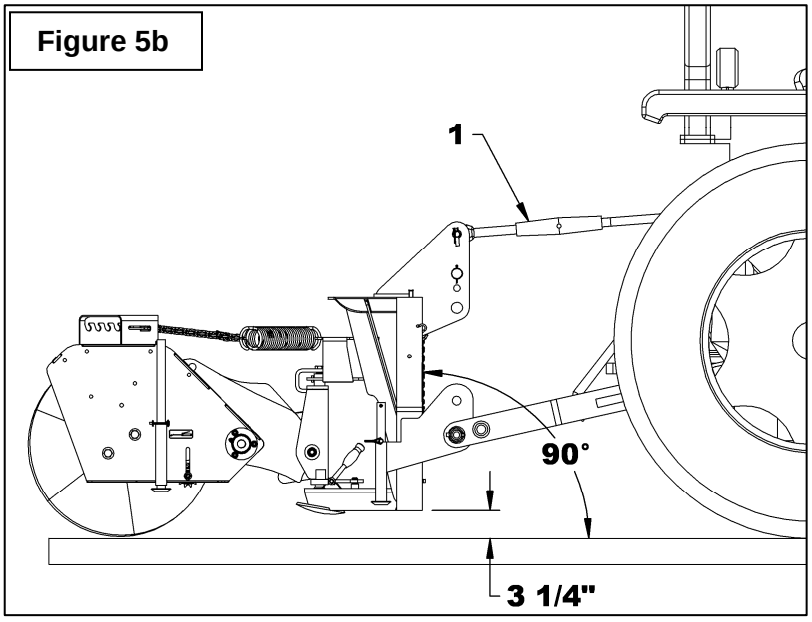

Figure 5b
2. **Figure 5b:** Lower the broom to the ground and using the adjustable idler (item 1) set the hitch so that the bottom of the hitch is at 3 1/4" from the ground when at a 90° angle.